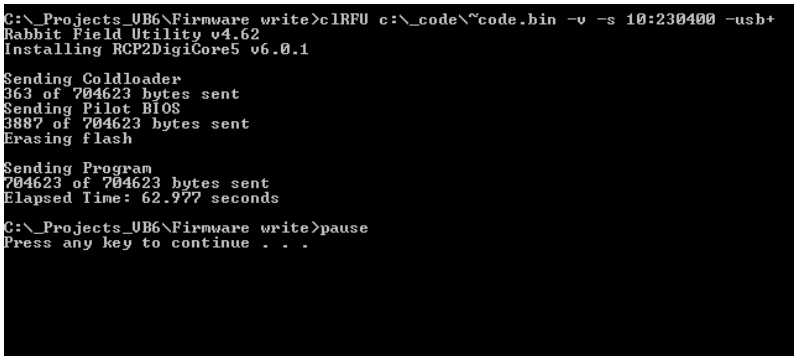

Figure 6-8: Command Window Showing Program Prompts
5. Locate and run Upgrade.bat script file which was provided in firmware upgrade package. File will open command prompt window and request programing serial port designator. Enter port designator located in previous step and then press “Enter”. The script file will start downloading a new image file to the unit. The resulting window is shown in **Figure 6-8**;